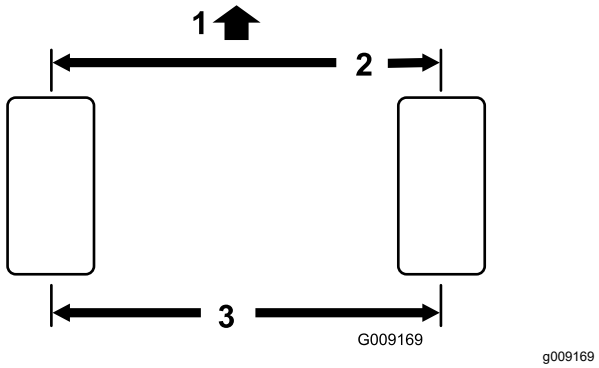

**Figuur 109**
**Opmerking:** De afstelling van het toespoor van de achterwielen is correct als het verschil tussen de meting van de voorwielen en de meting van de achterwielen 6 mm of minder is (Figuur 109).